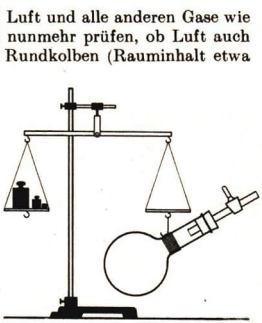

Abb. 115. Luft wird gewogen.
3. Das Gewicht der Luft. Wir wissen bereits, daß Luft und alle anderen Gase wie alle Körper einen Raum einnehmen. Wir wollen nunmehr prüfen, ob Luft auch eine Masse und ein Gewicht hat. Einen großen Rundkolben (Rauminhalt etwa 2 l) verschließen wir mit einem Gummistopfen, durch den ein mit einem Hahn versehenes Glasrohr geführt ist. Wir wägen den Kolben genau (Abb. 115). Dann saugen wir zu wiederholten Malen kräftig die Luft aus dem Kolben und schließen in den Atempausen immer wieder den Hahn. Danach wägen wir den Kolben nochmals. Er ist leichter geworden. Der Versuch gelingt nur, wenn wir eine empfindliche Waage benutzen.